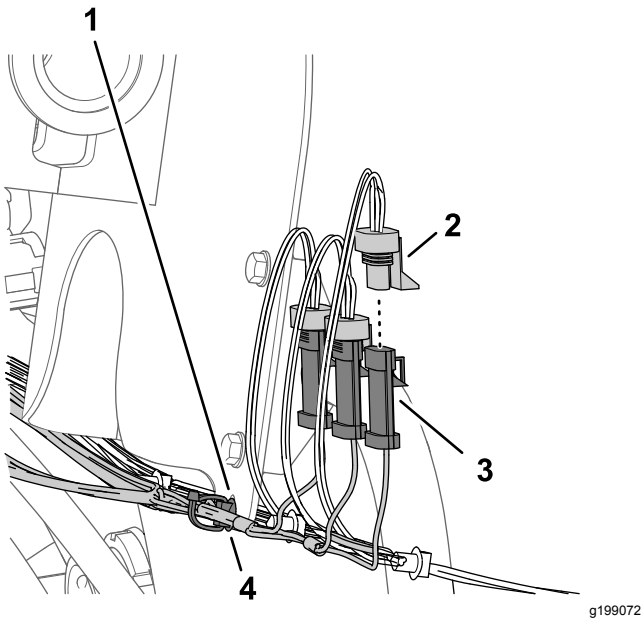

Figuur 84
1. Sluit de stekker met 3 pinnen van de kabelboomaftakking van 89 cm met aanduiding LEFT SPRAY (linkerspuitboom) aan op de connector met 3 contacten van de machinekabelboom met aanduiding LEFT SPRAY VALVE (linkerspuitboomklep) (Figuur 84).
2. Sluit de stekker met 3 pinnen van de kabelboomaftakking met aanduiding CENTER SPRAY (middelste spuitboom) aan op de connector met 3 contacten van de machinekabelboom met aanduiding CENTER SPRAY VALVE (middelste spuitklep) (Figuur 84).
3. Sluit de stekker met 3 pinnen van de kabelboomaftakking met aanduiding RIGHT SPRAY (rechterspuitboom) aan op de connector met 3 contacten van de machinekabelboom met aanduiding RIGHT SPRAY VALVE (rechterspuitklep) (Figuur 84).
4. Steek de druknagels van de bijgeleverde kabelboom in de opening in de flens van de beugel van de vloeistofstroommeter (Figuur 84).